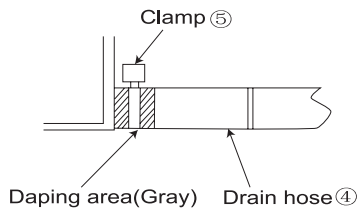

Fig.13
4) Use the attached drain hose. ④ and clamp ⑤. Insert the drain hose completely into the drain socket. Tighten the clamp within the range of gray tape until the screw head is less than 4 mm from the hose.(Refer to Fig.13,14)